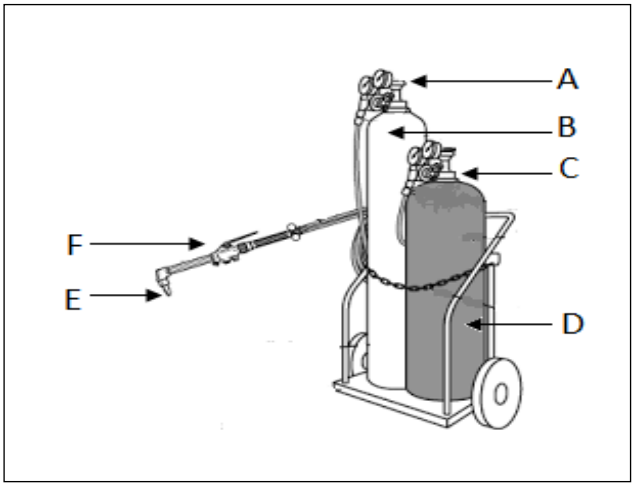

FIGURE 4 (6)
7.2 Identify the indicated components of the equipment used for gas cutting or gas welding in FIGURE 4 by writing only the answer next to the letter (A–F) in the ANSWER BOOK.